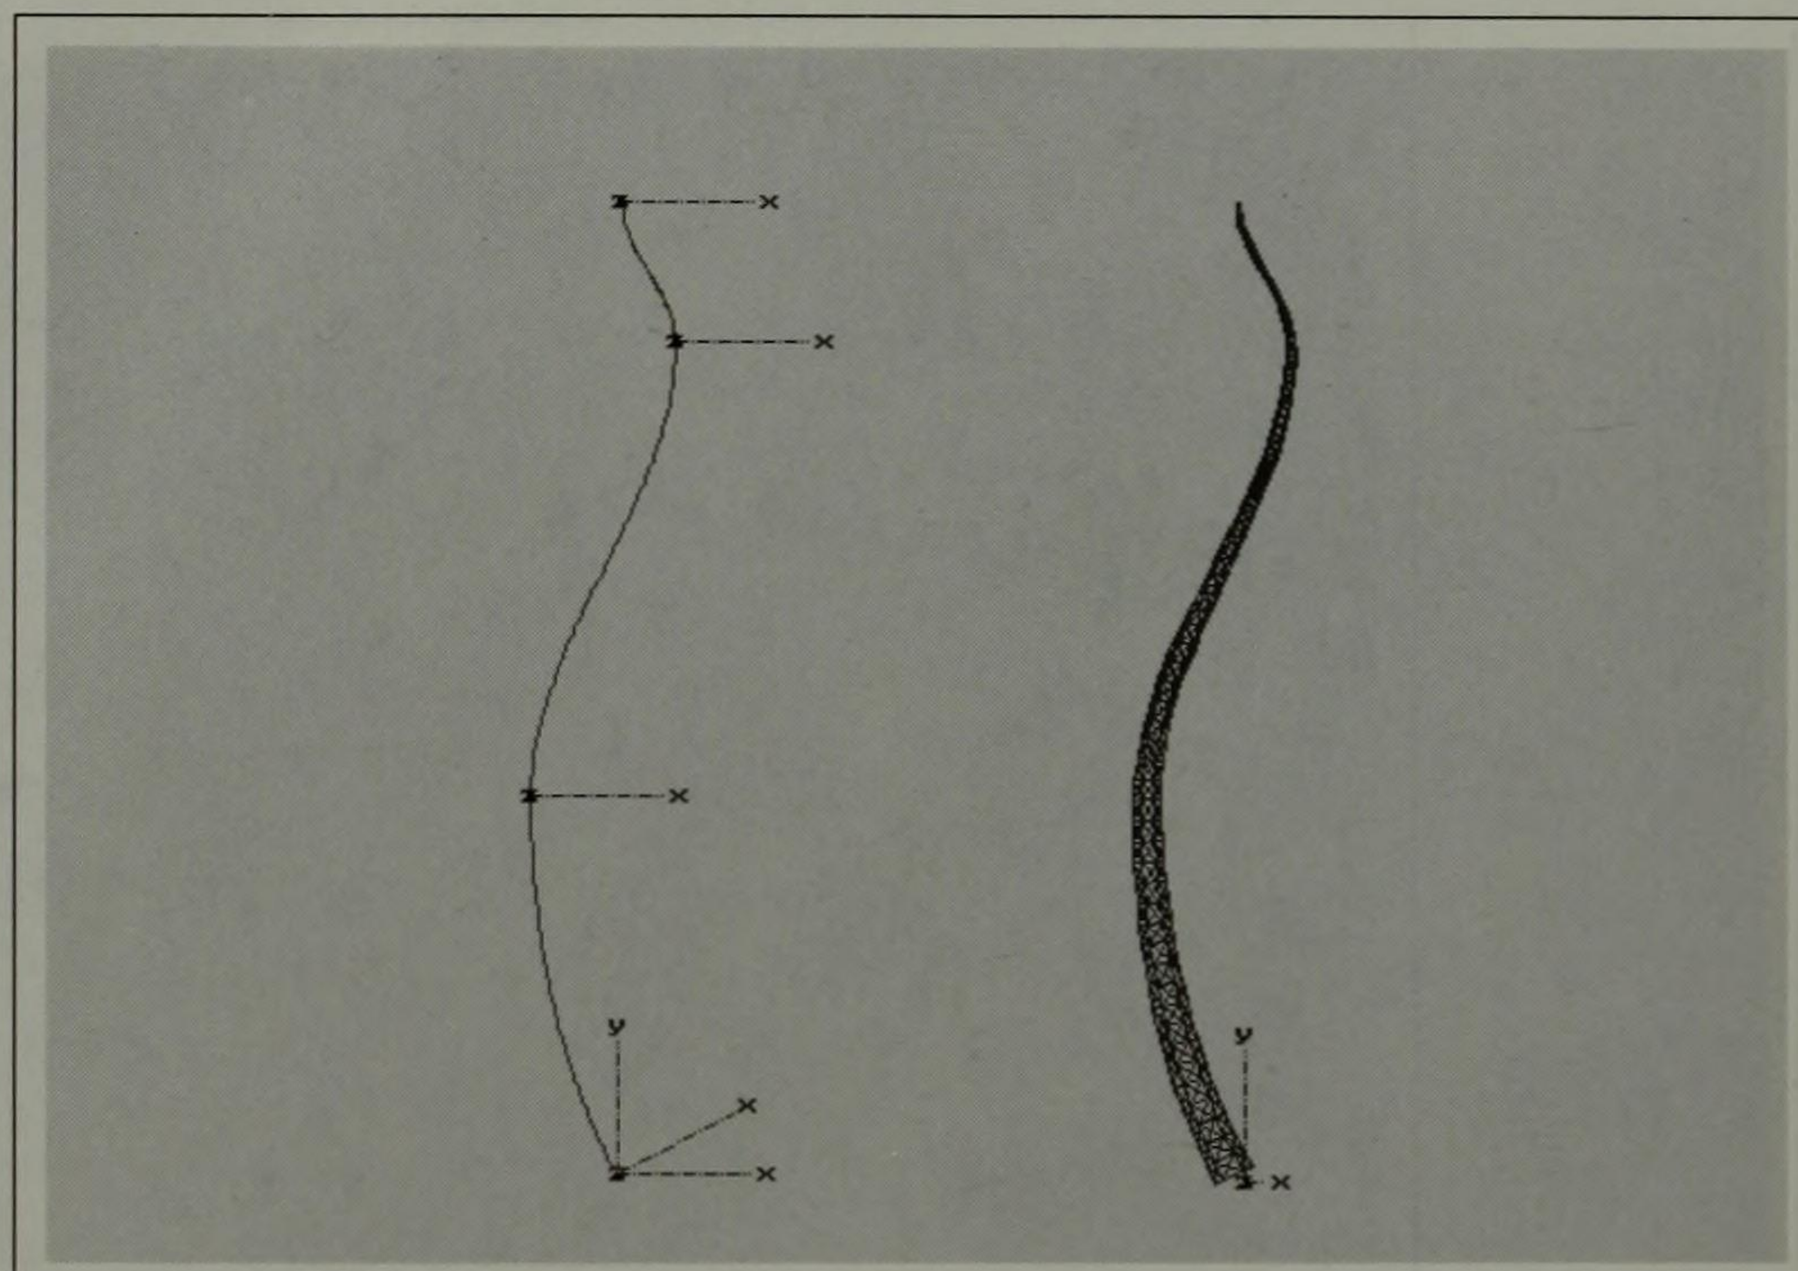

Figure 6-42 The gnat's antenna created by extruding a disk along a curved path
Figure 6-42 shows the path you'll create for the antenna. Notice the axes along the path. Here are the steps we'll take:
3 Press (M) to place Imagine in move mode. Move the axis to the bottom of the antenna (see Figure 6-42).
5 Press (F1) to pick the new axis. Press (M) and move it to the location of the second axis as seen in Figure 6-42. (Roughly place it. You can adjust it later.) Repeat steps 4 and 5 until the third and fourth axes are added to the screen.